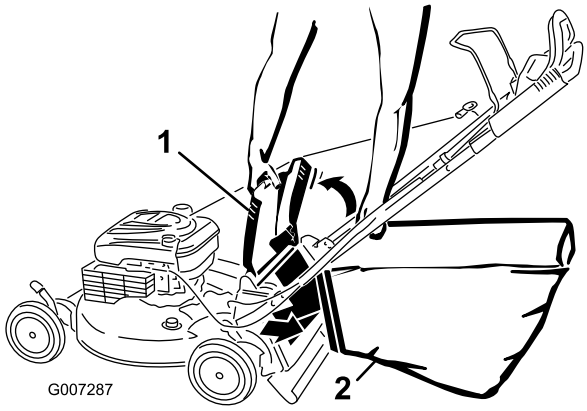

Figuur 24
4. Hang de grasvanger met de bovenste voorrand aan de inkepingen (Figuur 24).